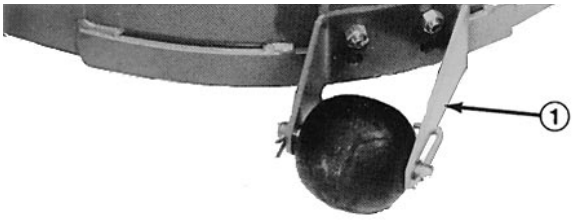

Fig. 2
1. Fjern møtrikkerne, der fastholder de bageste ruller på ydersiden af klippeenheden (fig. 2).